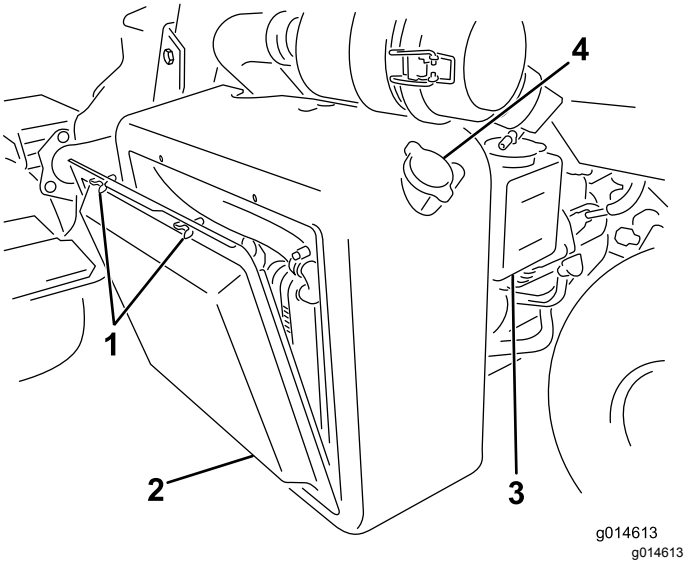

Figure 54
1. Retirez l'écran du radiateur (Figure 54).